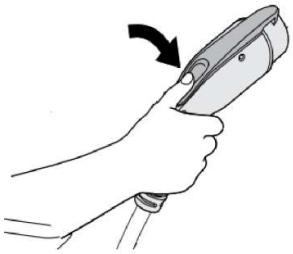

Fig.6-5 Pick off the charging connector
b) Pick off the charging connector and is shown as Fig. 6-5.